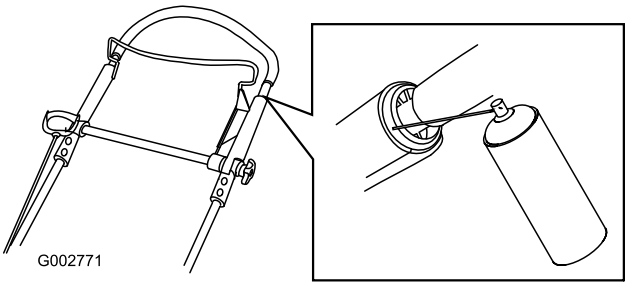

Figura 33
1. Spruzzate il prodotto sull'estremità esterna di plastica della parte interna della stegola (Figura 33).